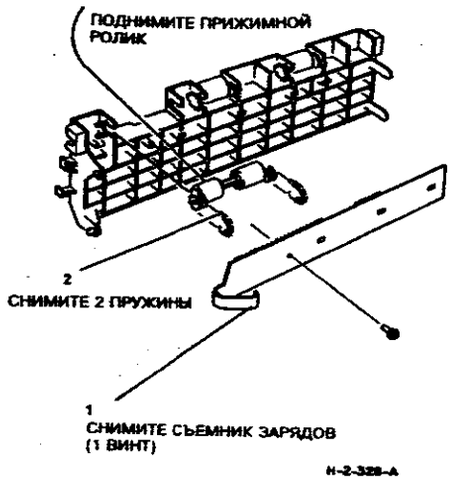

**Рисунок 2. Снятие прижимного ролика**
4. (Рисунок 2) Снимите соответствующий прижимной ролик.